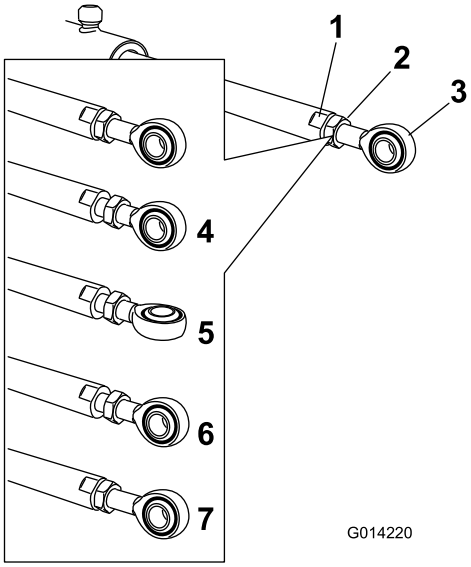

Figura 114
5. Agarre el émbolo del actuador con una llave inglesa en las zonas planas, luego afloje la contratuerca (Figura 114).
6. Gire la rótula en el émbolo del actuador para acortar o alargar el actuador extendido a la posición deseada (Figura 114).